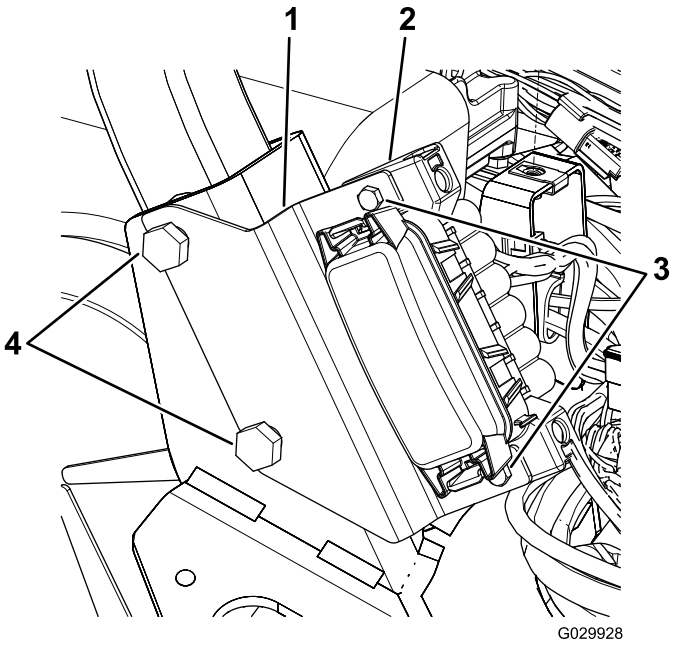

Figura 11
1. Afloje las 2 tuercas y pernos que fijan el lado derecho del ROPS al bastidor de la máquina (Figura 11).
2. Alinee las ranuras del soporte del bloque de fusibles con los pernos, según se muestra en Figura 11.
4. Utilice los 2 tornillos para sujetar el bloque de fusibles al soporte (Figura 11).